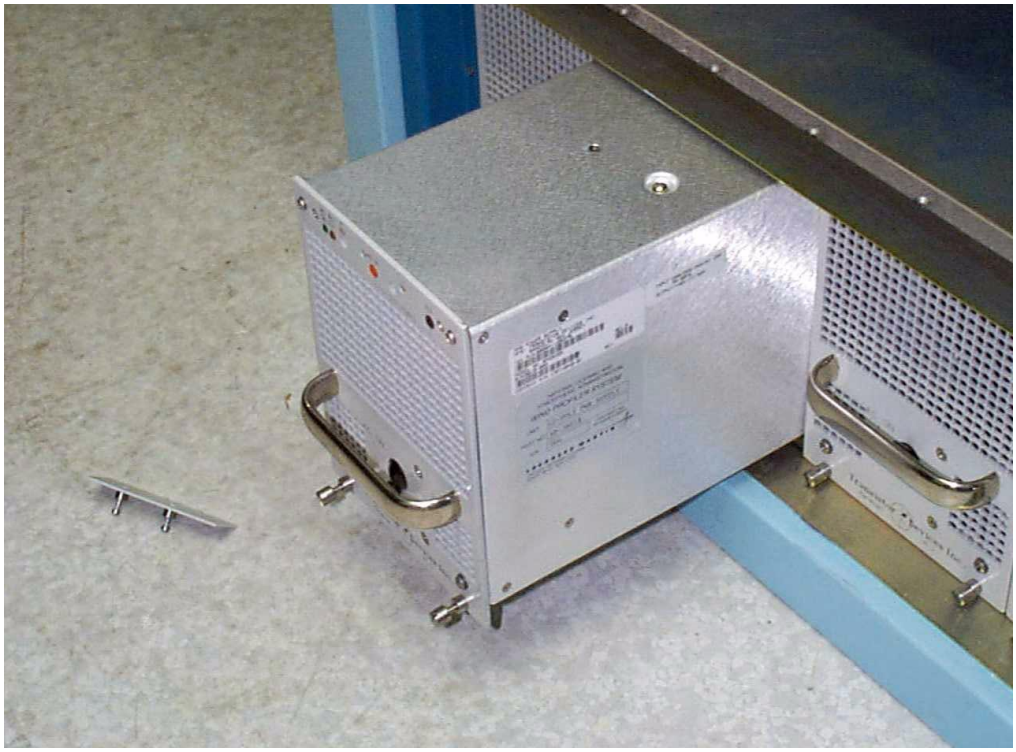

Figure 6-45 42 VDC Power Supply Removal / Replacement
4. Slide power supply assembly from chassis assembly A6 as shown in Figure 6-45, and remove unit with captive fasteners from cabinet.